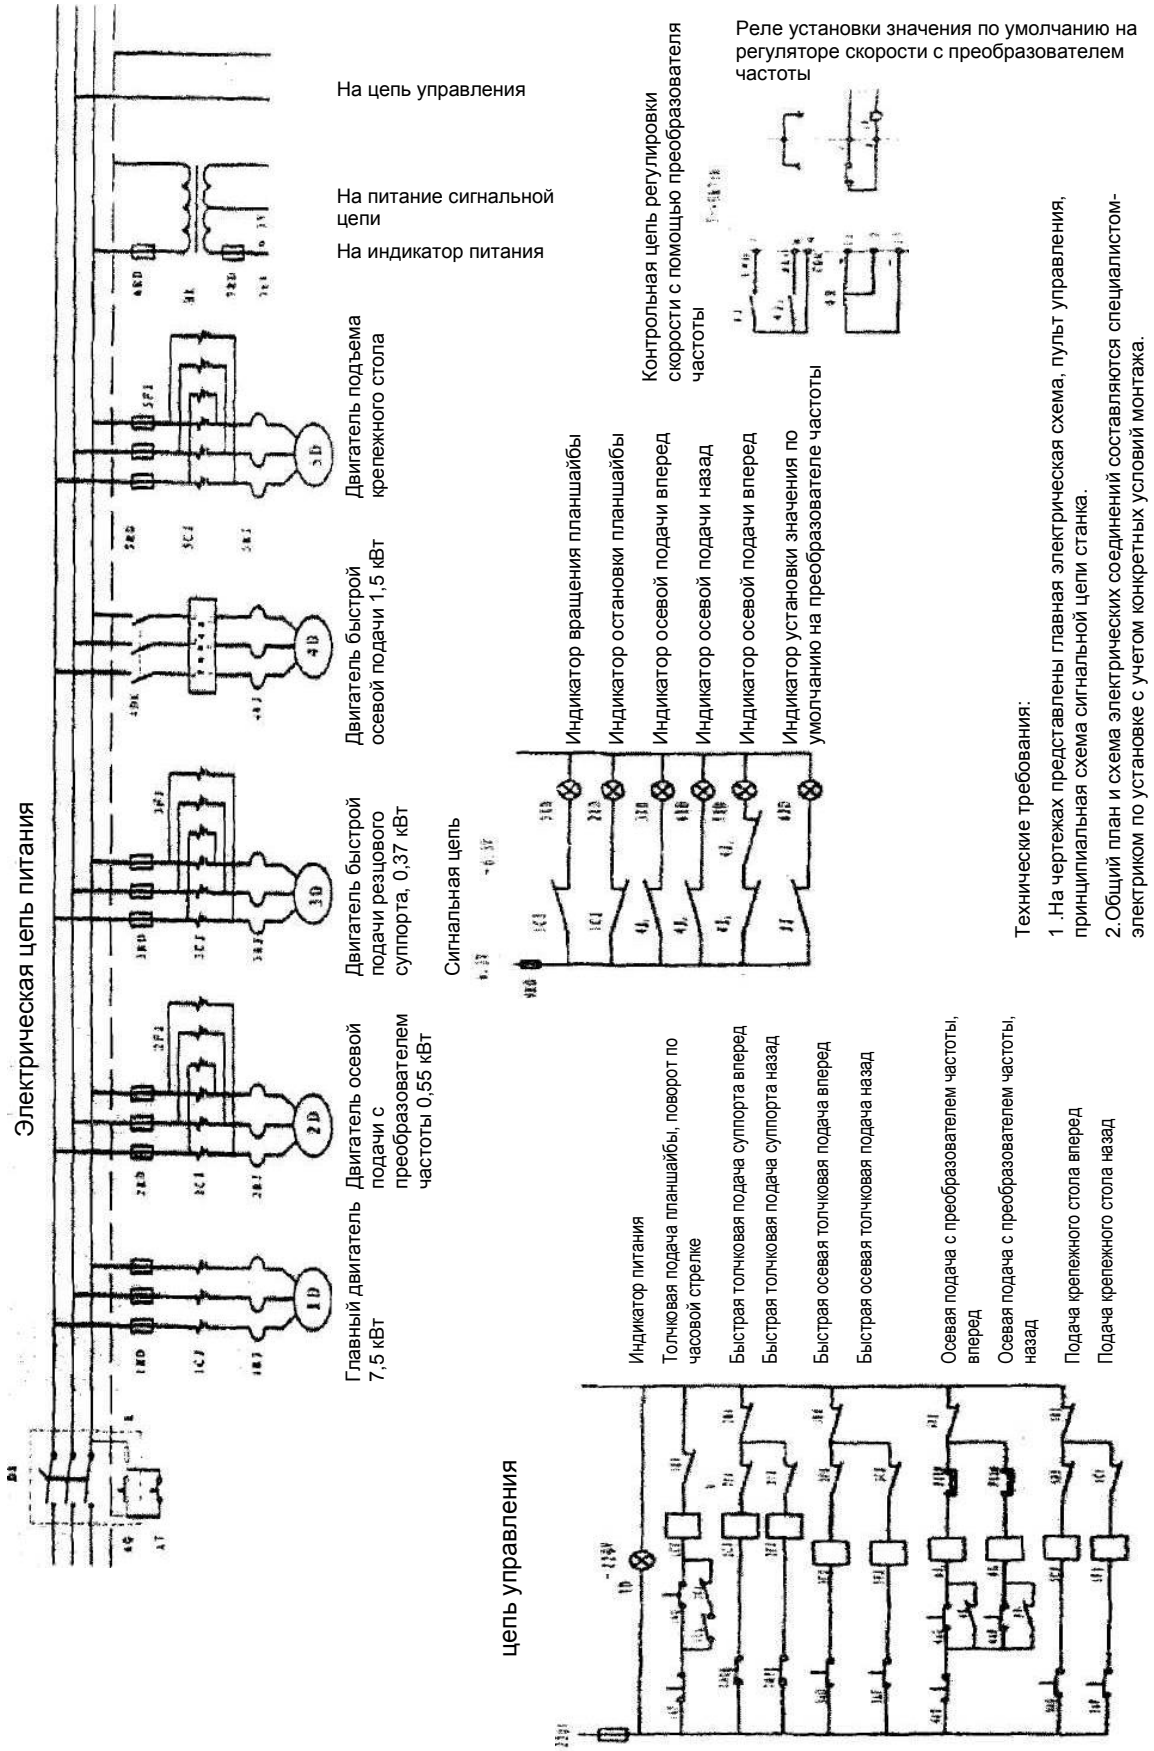

Рис. 9 — Схема электрической системы управления
4.5 Рис. 9 — Чертеж электрической системы управления